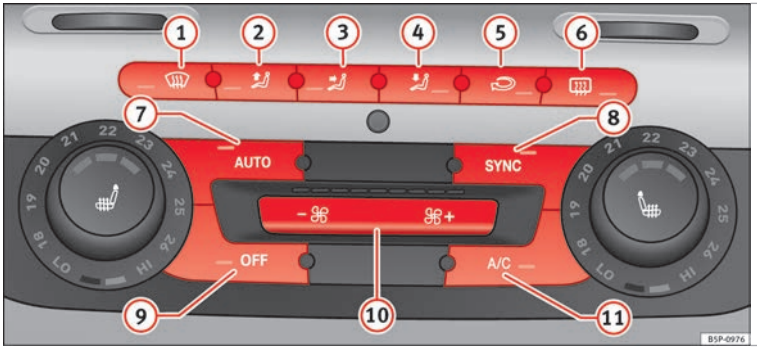

Fig. 120 On the dash panel: 2C Climatronic controls.
– To enter manual mode, press one of the buttons ››› **Fig. 120** (1) to (5) or press the air flow control (10). The selected function is shown on the radio or navigator display.
– Press the button ››› **Fig. 120** (5) to switch air recirculation mode on or off. It is switched on if the following symbol appears in the display .